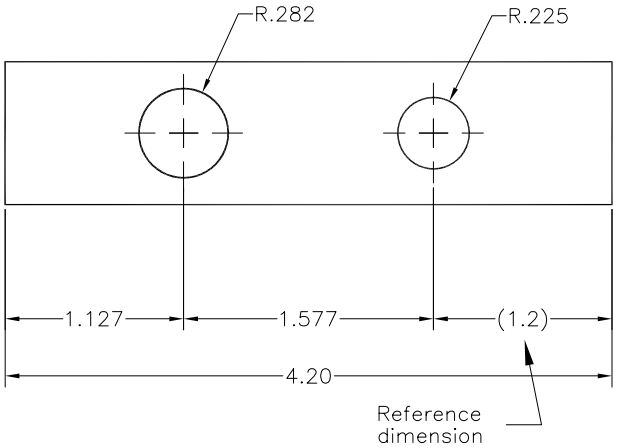

Figure 17-21 *Reference dimension marked in parenthesis*
15. The dimensions enclosed in parenthesis can be identified as reference dimensions, refer to Figure 17-21. A reference dimension is placed on a drawing for information purpose only. Reference dimensions are not used for manufacturing of the part therefore it must be clearly labeled. Previously, reference dimensions were identified by placing the abbreviation REF after or below the dimension.